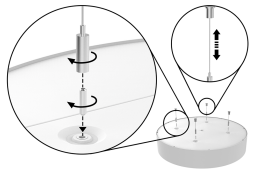

Рисунок 1
2. В резьбовые отверстия светильника установить Винт установочный M5x20 (входит в комплект), см. Рисунок 1;